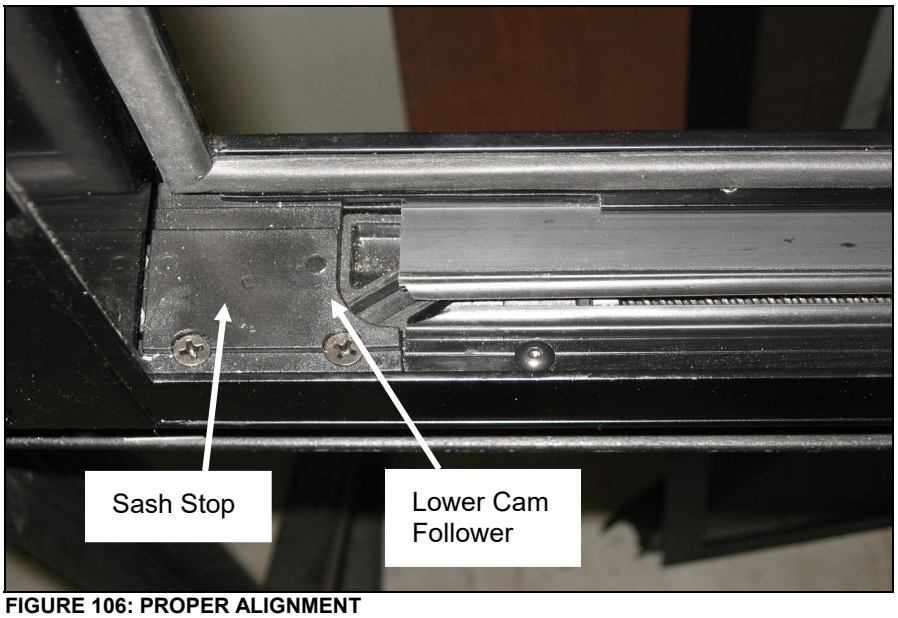

FIGURE 106: PROPER ALIGNMENT
1. Align the leading edge of the slot on the lower cam follower block with the sash stop. Use the power toggle switch to obtain the correct alignment. (Figure 106)